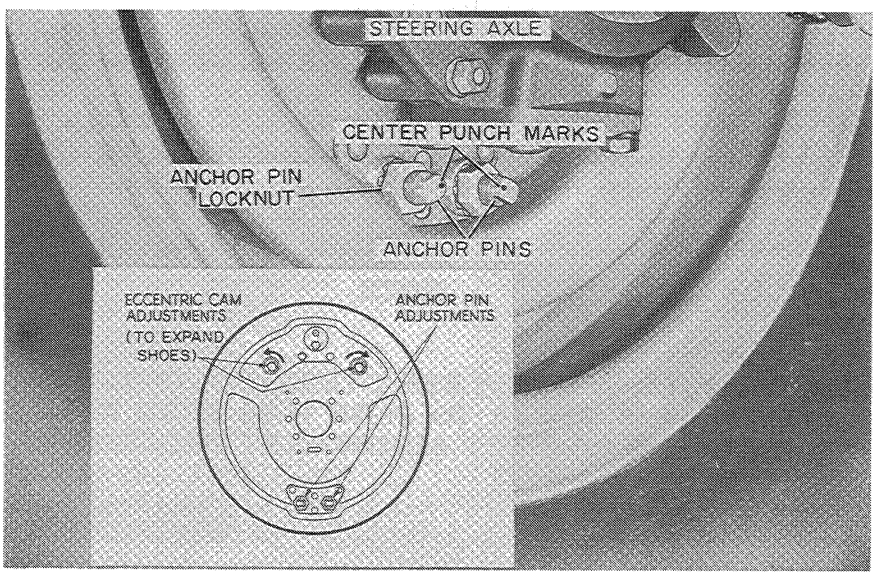

Figure W-45
2. Loosen the anchor pin locknut, Figure W-45, and rotate the anchor pin slightly in either direction to relieve the drag. Again move the excentric cam until a slight drag is felt while rotating the wheel, rotate the anchor pin the slight amount required to relieve the drag.